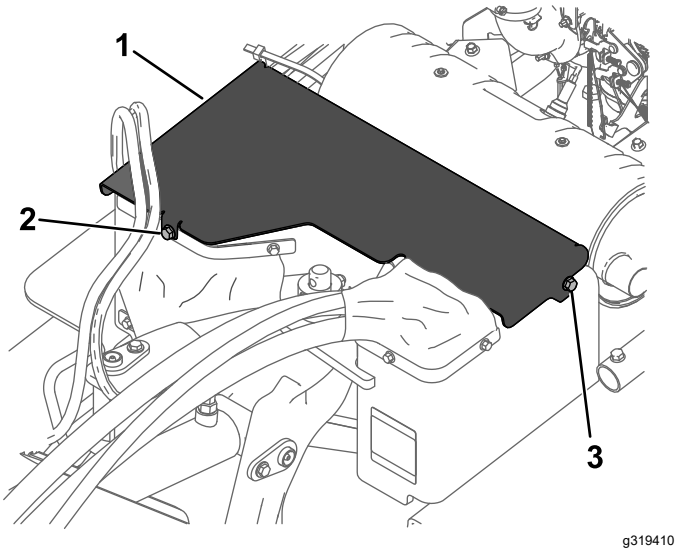

**Figuur 24**
3. Verwijder de voorste bout en draai dan de linker bout los waarmee de voorste kap is bevestigd aan de machine (Figuur 24).
4. Schuif de kap een beetje naar voren en trek ze naar boven om ze te verwijderen (Figuur 24).
5. Om de voorste kap te monteren, schuift u de voorste kap op zijn plaats en bevestigd u hem met de 2 bouten (Figuur 24).